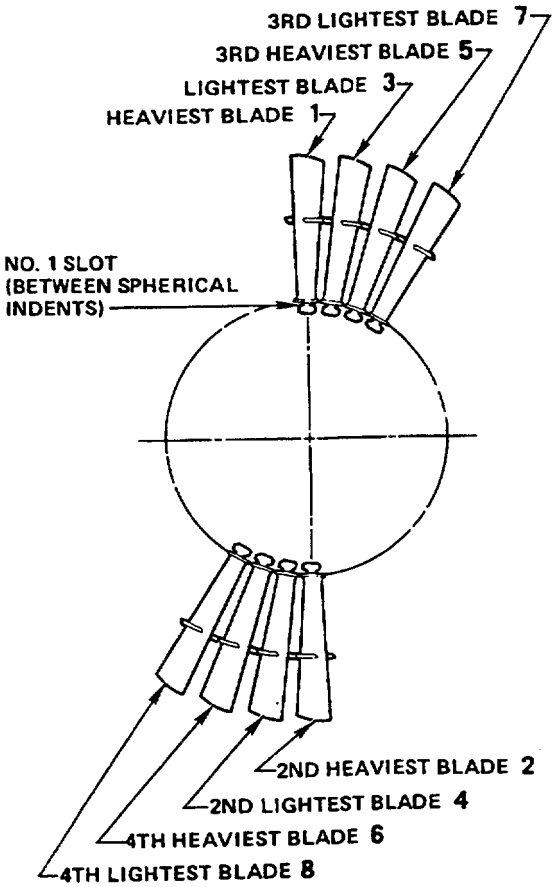

Figure 1. Blades, Front Compressor First Stage – Installation Pattern
a. BLADES, COMPRESSOR ROTOR FIRST STAGE – INSTALLATION, ALTERNATE PROCEDURE. (Figure 1)
(1) Arrange 1st stage blades on bench in order of heaviest to lightest.
(4) Insert heaviest blade part way into No. 1 slot (Figure 1).
(5) Insert next heaviest blade part way into the slot opposite (180 degrees) from the No. 1 slot.
(6) Insert lightest blade part way into the next slot clockwise from the heaviest blade (No. 1 slot).
(7) Insert next lightest blade into the slot opposite (180 degrees) from the slot where lightest blade was installed.